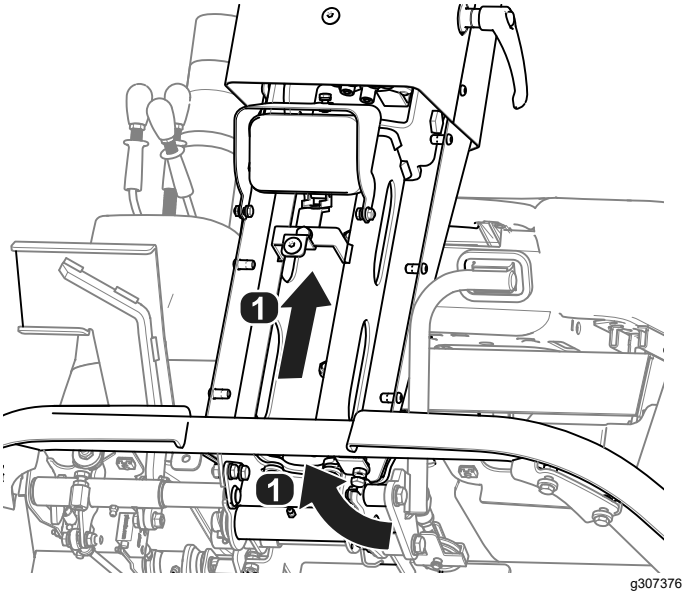

Figur 18
7. Før ledningssatsen under plattformen med ledningssatsen til maskinen og inn i rattstammen (Figur 18).